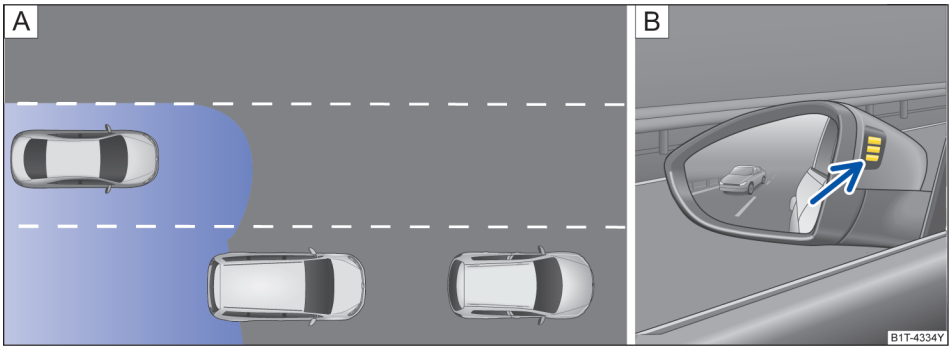
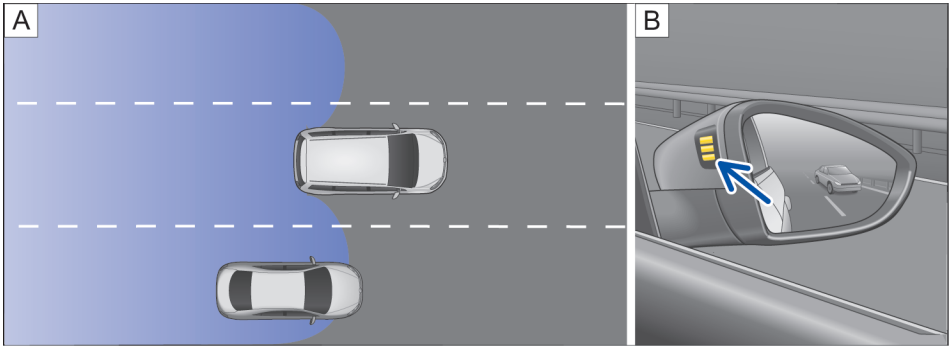

图 154 原理图：A 后方有车超车的行驶状况 B 左侧车外后视镜上的图示显示
图 155 原理图：A 超车和并道的行驶状况 B 右侧车外后视镜上的图示显示
在下列行驶状况下，车外后视镜中会亮起显示→图 154 B（箭头）或→图 155 B（箭头）：
- 当另一辆汽车正在超越本车时→图 154 A。
- 在以约 10 km/h（6 mph）的速度差超越另一辆汽车时→图 155 A。在明显快得多的超车过程时不会出现显示。